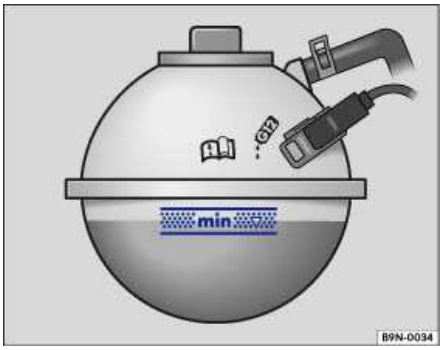

Fig. 145 Coolant expansion tank in the engine compartment.
- When the engine is cold, check the engine coolant level relative to the marking on the side of the expansion tank ⇒ fig. 145.